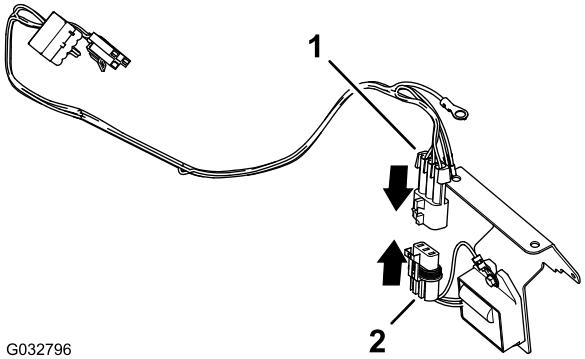

図 5
4. ワイヤハーネスの3ピンコネクタを、電圧レギュレータの3ソケットコネクタに接続する図 5。